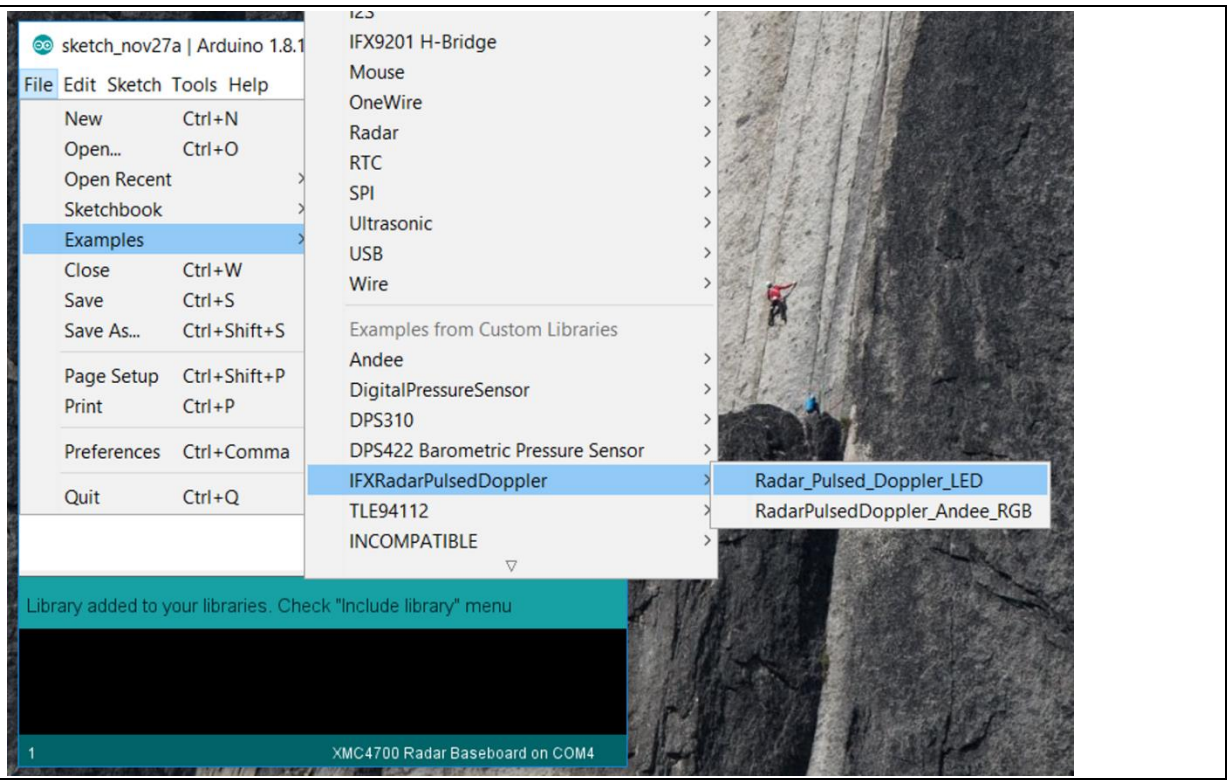
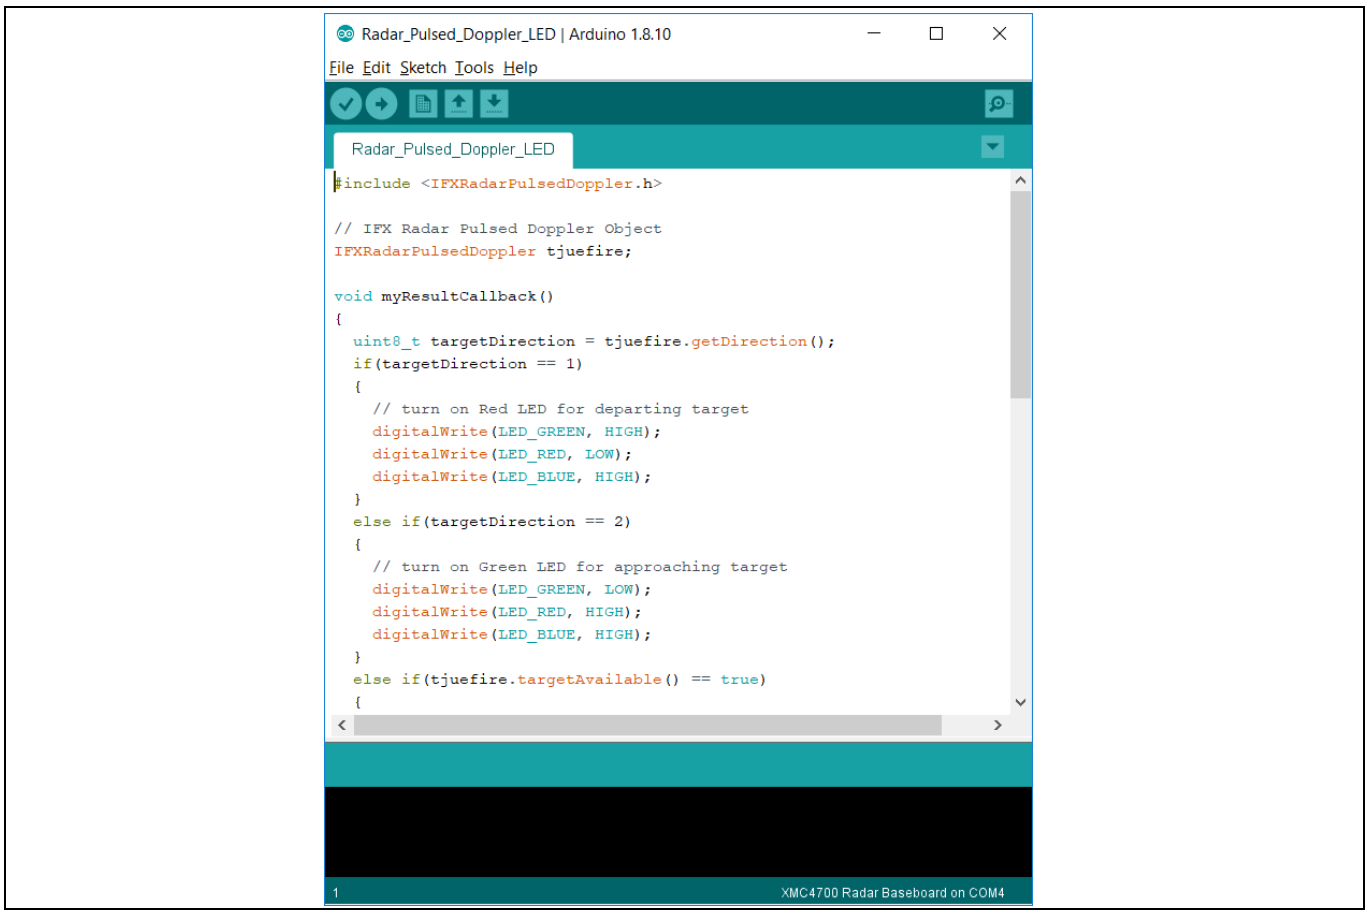

Figure 16 Accessing example sketches from this library
Figure 17 Example sketch: Radar_Pulsed_Doppler_LED
Two Arduino sketch examples are provided in the current library release. These examples can be accessed from *File* > *Examples* > *IFXRadarPulsedDoppler* (Figure 16). **Error! Reference source not found.** provides a brief d escription of these examples.
1. In Arduino IDE, navigate to *File* > *Examples* > *IFXRadarPulsedDoppler* > *Radar_Pulsed_Doppler_LED* (as shown previously in Figure 16). The sketch will open (Figure 17).